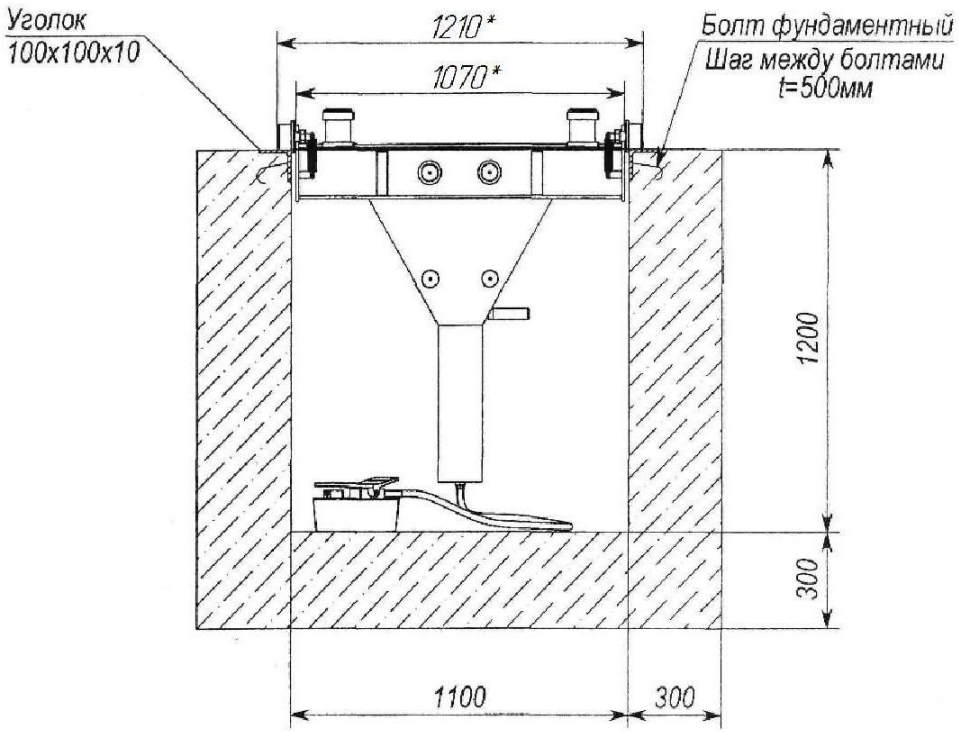

Рис. 2. Монтажный чертеж
6.1.1. Монтаж подъемника производится в соответствии с монтажным чертежом приведенном на Рис.2.